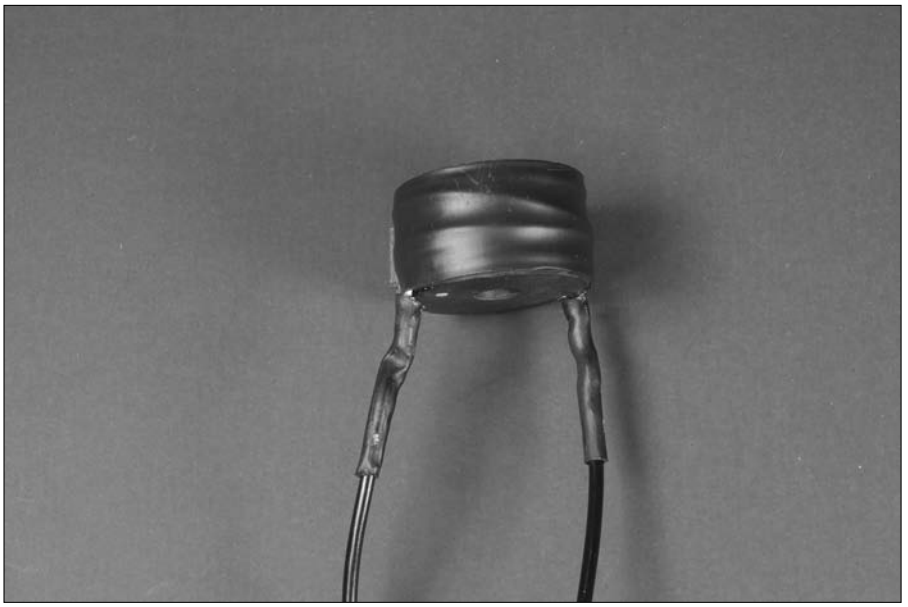

Figure 12-14: Wires attached to inductor.
7. **Solder 12" wires to each of the two inductor leads, as shown in Figure 12-14. Slip a 1" segment of heat shrink tubing over each solder joint and use a hair dryer to secure the tubing in place.**